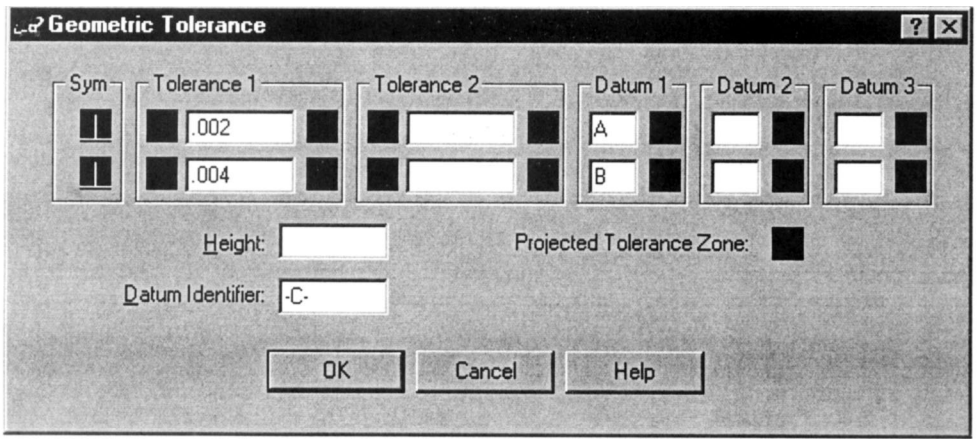

图9-12 Geometric Tolerance对话框
1) 输入TOLERANCE命令调用Geometric Tolerance对话框（见图9-12）。选中Sym编辑框出现Symbol对话框。在该对话框中选择垂直度符号，然后点击OK按钮。系统在Sym编辑框的第一列中，显示出选中符号。